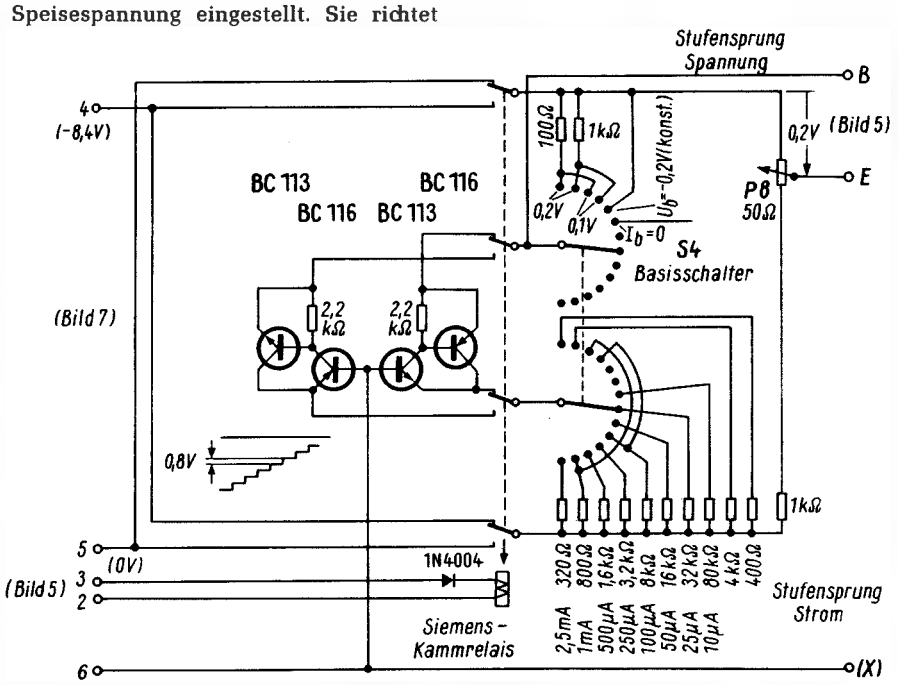

Bild 10. Umschaltung für die Basisansteuerung mit Spannungs-Strom-Umsetzer
Diese Stufe *(Bild 10)* schließt sich an den Treppenspannungsgenerator an. Sie erhält über die Klemmen 4 und 5 ihre stabilisierte Speisespannung und über die Klemme 6 die Treppenspannung mit einem Stufensprung von 0,8 V. Diese Spannung ist auch an die Buchse (X) herausgeführt und dient zur Aufnahme von Transistor-Eingangs-Kennlinien *(Bild 11g* und *11h)*. Über die Klemmen 3 und 2 wird die Spannung vom Wahlschalter S 3 (Bild 5) für die Betätigung des Kammrelais zugeführt. Im stromlosen Zustand des Relais (gezeichnete Stellung) sind nur die beiden rechten und im stromführenden Zustand die beiden linken als komplimentärer Darlington-Emitterfolger arbeitenden Transistoren BC 116 und BC 113 eingeschaltet. Im ersten Fall erhält die Buchse B für den Basisanschluß des Prüflings eine negative und im zweiten Fall eine positive Spannung entsprechend der durch den Wahlschalter S 3 (Bild 5) eingeschalteten Polarität der Kollektorspannung.
Mit der oberen Ebene des Basisschalters S 4 kann man der Basis-Emitter-Strecke des Prüflings wahlweise einen 100-Ω- oder einen 1-kΩ-Widerstand parallel schalten, wobei über die untere Schaltebene ein Konstantstrom von 2, 0,2, 1 oder 0,1 mA/Stufe eingestellt wird. Über den Einstellwiderstand P 8 ist der Emitter mit einer Spannung von ± 0,2 V vorgespannt (Bild 10). Für die Prüfung von Siliziumtransistoren erhält man so eine Basis-Treppenspannung von 0 bis ± 1,4 V bei einem Innenwiderstand von 100 Ω oder 1 kΩ und für Germaniumtransistoren eine solche von ∓ 0,1 bis ± 0,6 V, ebenfalls wahlweise mit 100 Ω oder 1 kΩ Innenwiderstand.
Zum Schluß wird zwischen die Buchsen B und E (Bild 10) ein Widerstand von 100 Ω gelegt und die Spannung an diesem Widerstand mit einem Oszillografen gemessen. In der Stellung „1 mA" des Basisschalters S 4 muß die erste